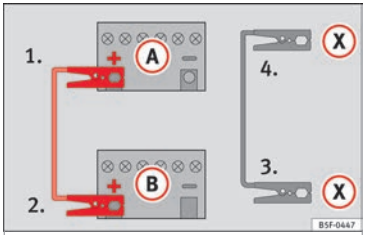

Rys. 88 Schemat połączeń dla samochodów z systemem Start-Stop.
4b. *W przypadku samochodów z systemem Start-Stop:* podłączyć jeden koniec *czarnego* przewodu rozruchowego (X) do odpowiedniego zacisku masowego, elementu z litego metalu na bloku silnika lub do samego bloku silnika ››› **rys. 88**.
5. Podłączyć drugi koniec *czarnego* przewodu rozruchowego (X) do elementu z litego metalu przykręconego do bloku silnika lub do samego bloku silnika samochodu z rozładowanym akumulatorem. Nie należy podłączać go do punktu w pobliżu akumulatora (A).